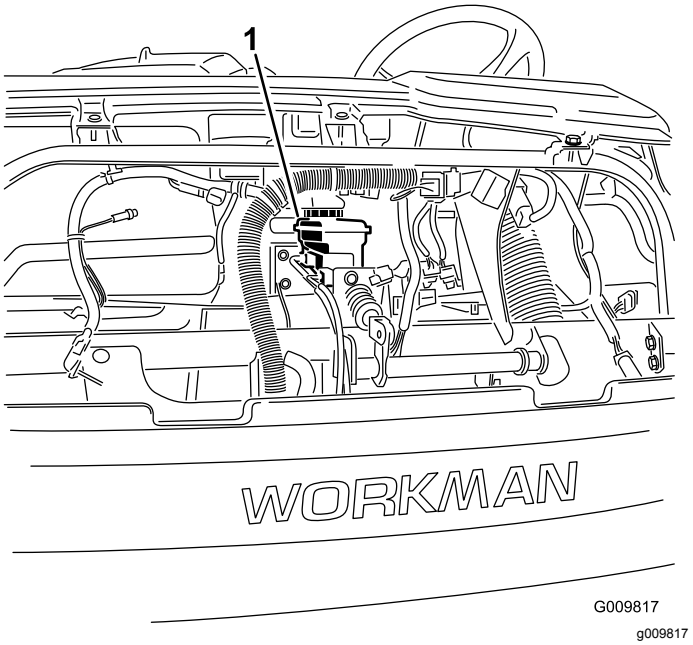

**Figur 56**
4. Løft motorhjelmen for at få adgang til hovedbremsecylinderen og beholderen (Figur 56).